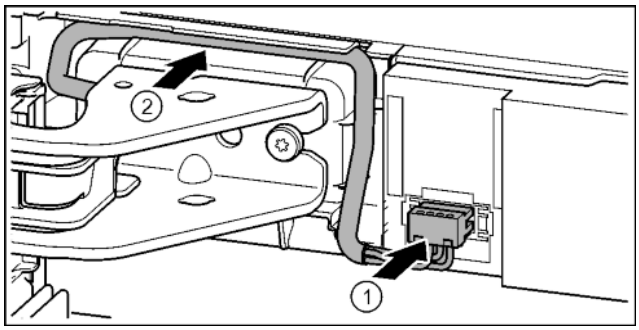

Fig. 38
- ▶ Stekker boven bovenste lagerbus vastklikken en de kabeldraad voorzichtig in de schacht plaatsen. *Fig. 38 (1)*
- ▶ Grijze kabel voorzichtig in de geleiding boven de bovenste lagerbus plaatsen. *Fig. 38 (2)*